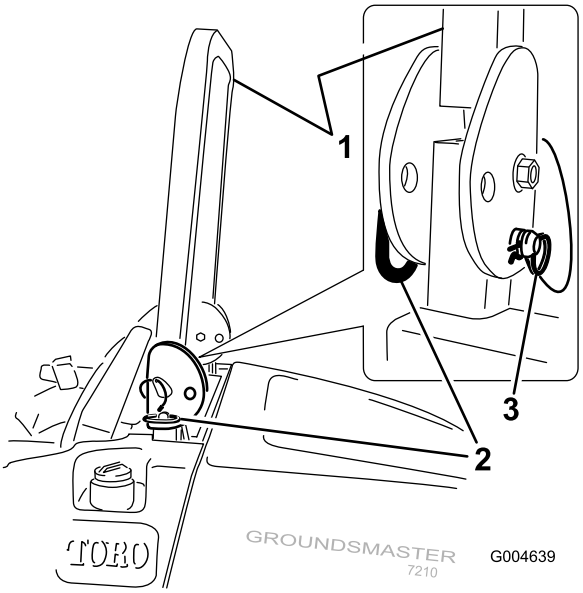

Rysunek 10
1. Aby opuścić pałąk, usuń zawleczki, popchnij pałąk do przodu przy sprężynach i usuń 2 sworznie (Rysunek 10).
3. Zamocuj dwa sworznie i zabezpiecz je zawleczkami (Rysunek 10).
4. Aby podnieść pałąk, wyjmij zawleczki i usuń dwa sworznie (Rysunek 10).
5. Unieś pałąk do położenia pionowego i zamocuj dwa sworznie, zabezpieczając je zawleczkami (Rysunek 10).